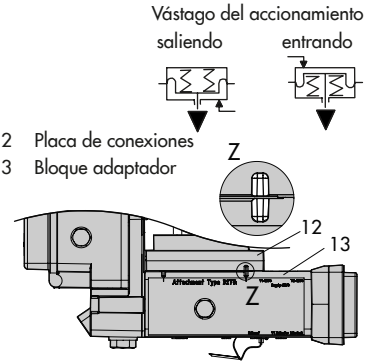

Fig. 5-13: *Posición de seguridad*
ridad activa es la determinada por la alineación de la ranura del bloque adaptador (13) con la ranura de la placa de conexiones (12) (Fig. 5-13).